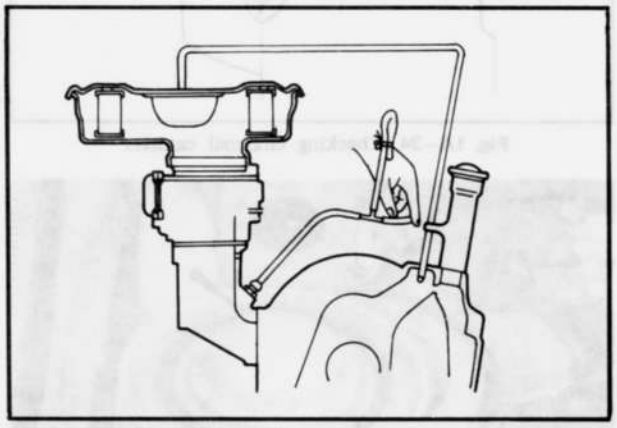

Fig. 1A–32 Checking ventilation valve
3. Hold a finger over the end of the ventilation hose and pinch off the evaporative line hose as shown in Fig. 1A–32. The engine should roughen and engine speed should drop.